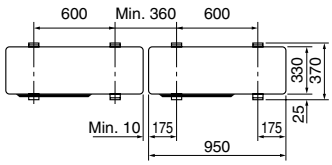

Fig. 3-1
- Enheden skal monteres på en solid, plan overflade for at forhindre raslelyde under anvendelsen. (Fig. 3-1)